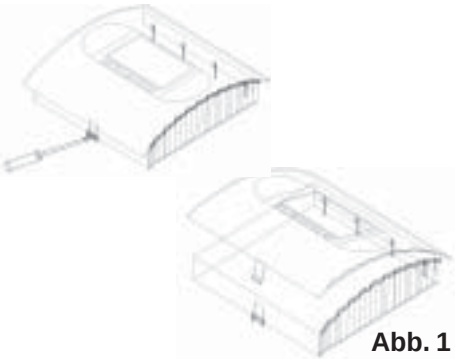

Abb. 1
1. Nehmen Sie die Abdeckung des Steuergerätes ab. Dazu drücken Sie mit einem flachen Schraubenzieher die Befestigungsnase nach innen und ziehen Sie das Gehäuse-Oberteil durch Schwenken nach oben ab (Abb. 1).